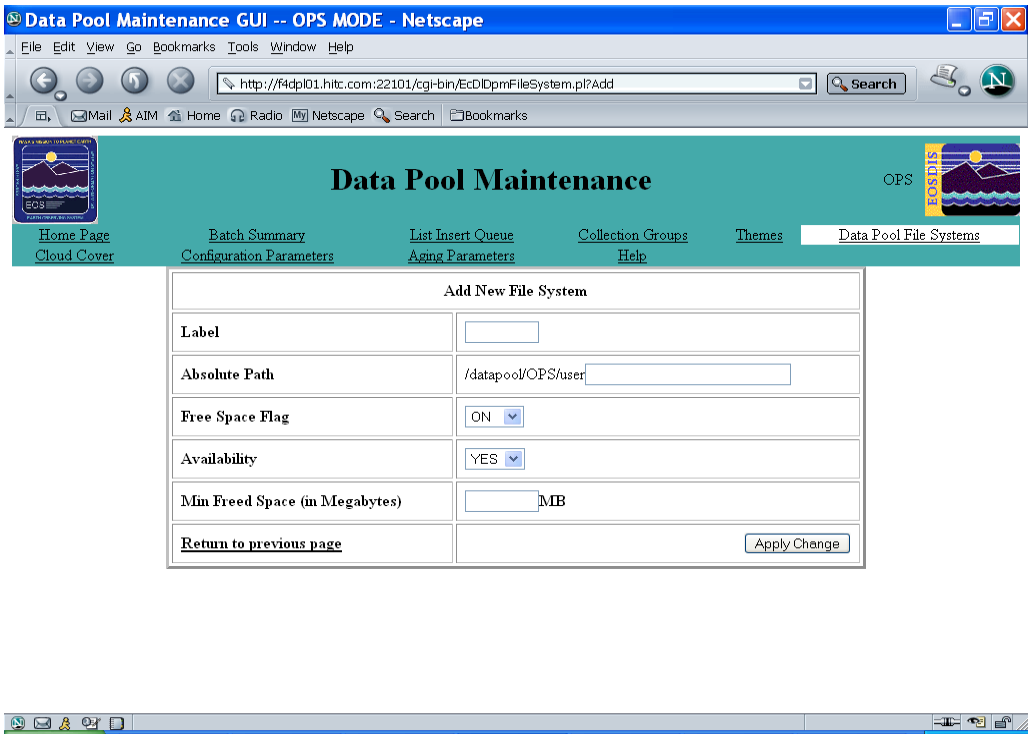

Figure 14.10-5. Add New File System Page
4 Clicking on the **Add New File System** link takes the full-capability operator to the **Add New File System** page shown in Figure 14.10-5. The operator needs to add data in the following five fields:
- The **Add New File System** page is displayed (see Figure 14.10-5).